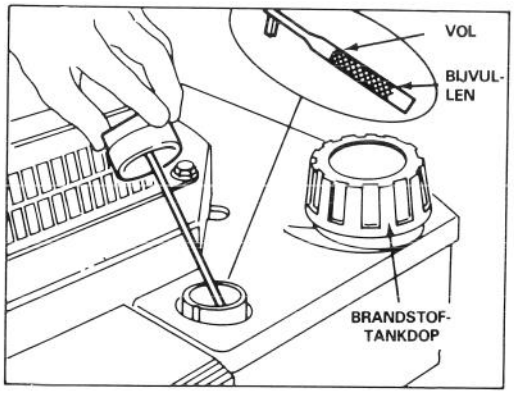

Afbeelding 6
3. Veeg de oliepeiler af en steek hem weer het vulgat. Draai de dop een kwartslag naar rechts. Verwijder daarna de oliepeiler en controleer het oliepeil (Afb. 6). Indien het peil te laag is, voeg voldoende olie toe tot de vullijn op de oliepeiler. VUL NIET BOVEN DE VULLIJN OMDAT DIT DE MOTOR BIJ HET STARTEN ZOU KUNNEN BESCHADIGEN.
1. Maak de dop van de brandstoftank schoon en verwijder dop van de tank (Afb. 6). Gebruik loodvrije benzine en vul de tank tot ongeveer 13 mm van de rand.